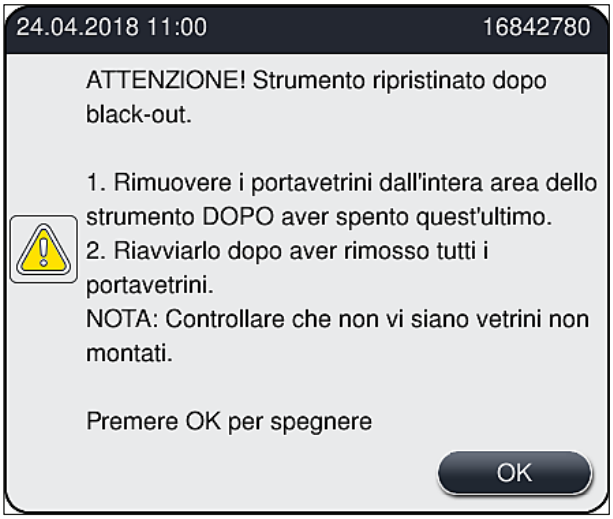

**Fig. 109**
- Dopo che l'alimentazione è stata ripristinata viene eseguito un riavvio automatico dello strumento. L'utente viene avvisato dell'interruzione dell'alimentazione con un messaggio informativo (→ Fig. 109) visualizzato sullo schermo e l'evento viene inserito nel registro eventi.
ⓘ Dopo il ripristino dell'alimentazione lo strumento viene riavviato automaticamente. Viene emesso un segnale acustico di avviso e viene visualizzato un messaggio di avviso sul display (→ Fig. 109).
Quindi seguire le istruzioni nel messaggio informativo (→ Fig. 109) e rimuovere i vetrini dallo strumento.